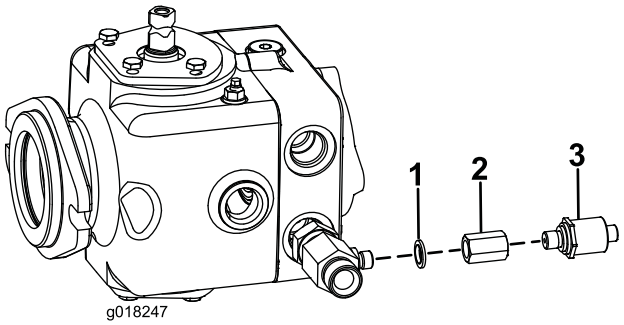

Figure 6
3. Screw the pressure switch adapter into the tee fitting using a 1/4 inch dowty seal (Figure 6).
4. Screw the pressure switch into this adapter (Figure 6). Torque the switch to 34 N-m (25 ft-lbs).